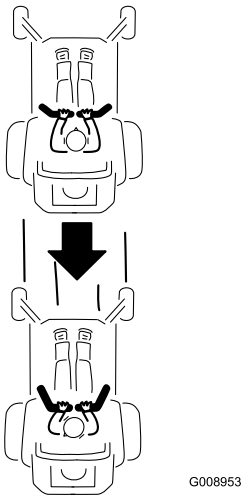

Figura 17
2. Per fare marcia indietro tirate lentamente indietro le leve di controllo del movimento (Figura 17).
Per spostarvi in linea retta applicate una pressione identica su entrambe le leve di controllo del movimento (Figura 17).